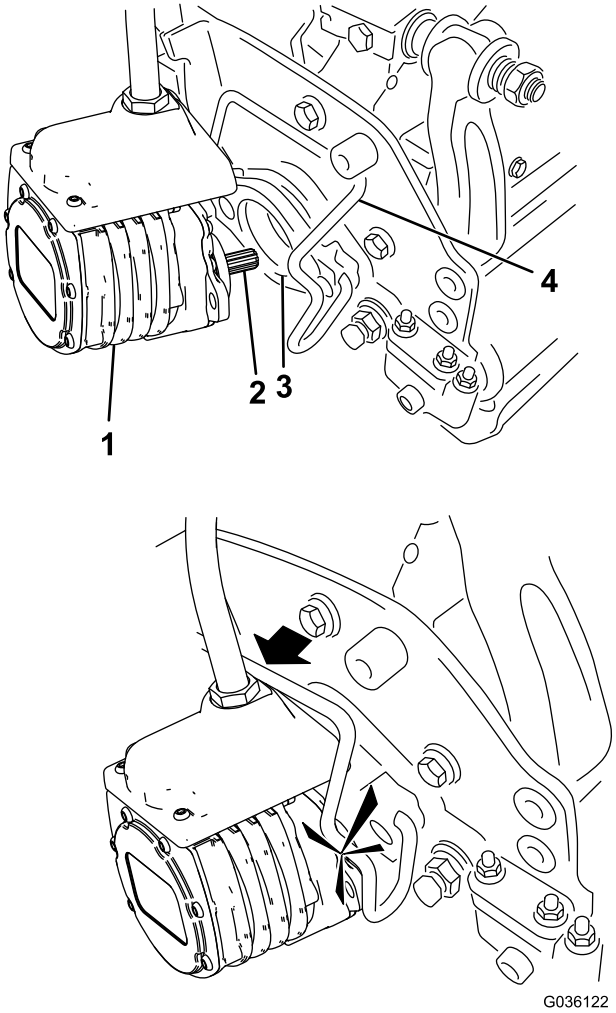

Figuur 34
6. Smeer schoon vet op de sleufas van de motor van het maaidek (Figuur 34).
7. Steek de motor in de linkerkant van het maaidek (gezien vanuit de bestuurdersstoel) en trek de motorbevestigingsstang op het maaidek in de richting van de motor totdat u aan beide kanten een klik hoort (Figuur 34).